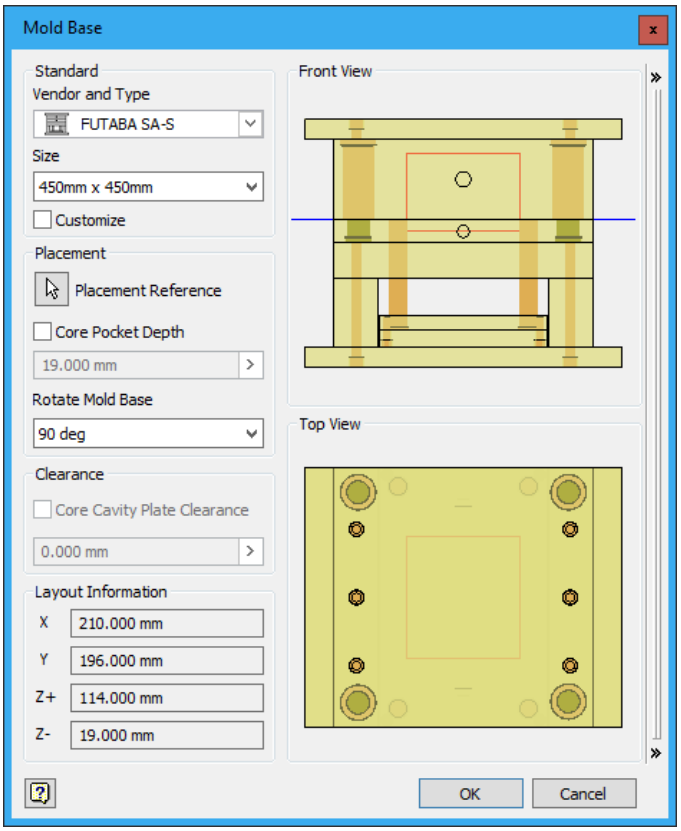

Figure 19-84 *The* ***Mold Base*** *dialog box*
1. Choose the **Mold Base** tool from the **Mold Assembly** panel in the **Mold Assembly** tab of the **Ribbon**; the **Mold Base** dialog box is displayed, as shown in Figure 19-84.